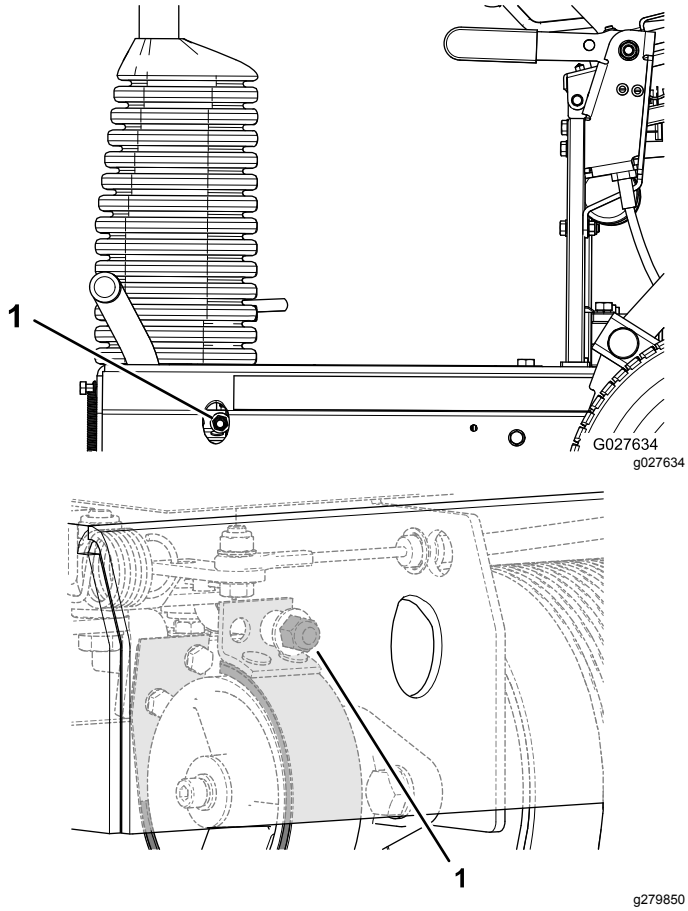

Figura 34
- Para aumentar a força do travão, rode a porca do travão no sentido dos ponteiros do relógio (Figura 34).
- Para diminuir a força do travão, rode a porca do travão no sentido contrário ao dos ponteiros do relógio (Figura 34).